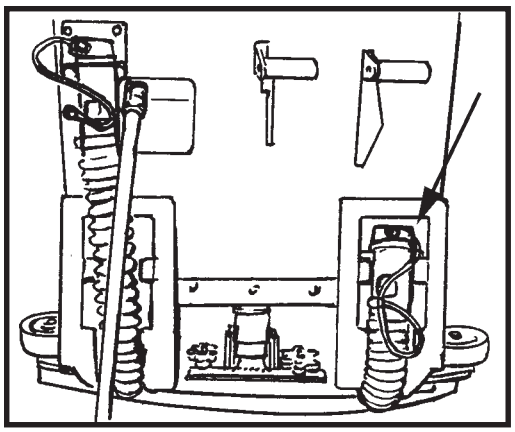
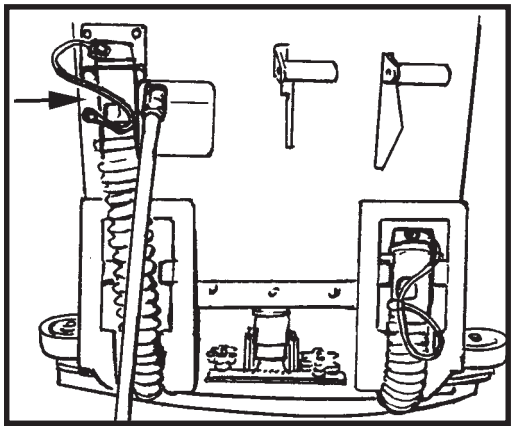

Abbildung 2
Abbildung 3
1. Den Reinigungslösungstank (Abb. 2) und den Wiedergewinnungstank (Abb. 3) entleeren. Zum Entleeren der Tanks wie folgt vorgehen :